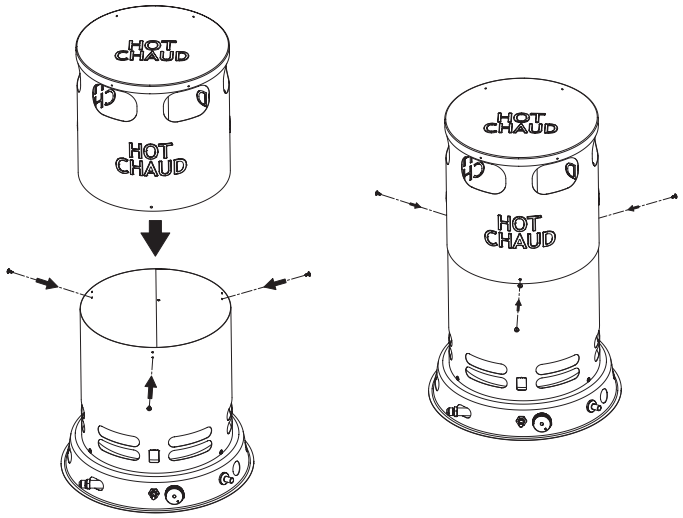

Figure 5
3. Attach three (3) screws to the bottom row of holes in the lower housing. (See Figure 5)
4. Slide upper housing over lower housing, lining up the four remaining screw holes. Insert three (3) screws and tighten securely. (See Figure 5)